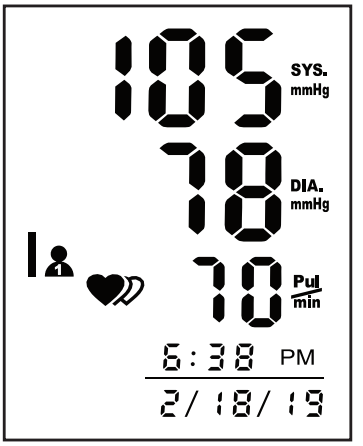

Fig. 5
7. If an irregular heartbeat was detected during the reading, the Irregular Heartbeat Detector symbol will appear on the display, Fig 5.